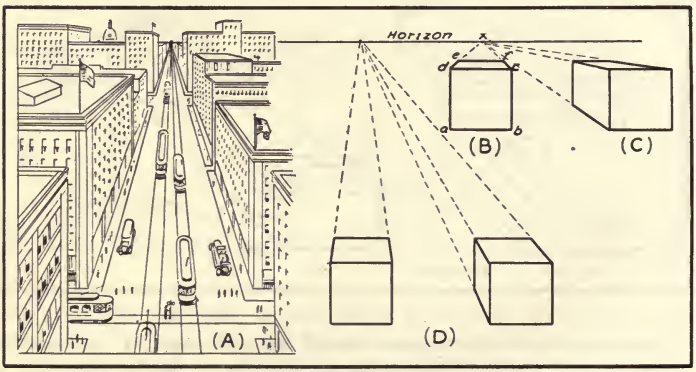

Fig. 39.
(1) Objects of the same size appear alike in size when placed at the same distance from the observer; but, if one is placed at a greater distance than the other, then it appears smaller, and the farther away it is, the smaller it appears. See A in Fig. 39. The cars shown are all the same size, but those farthest away appear smallest because of perspective.
(2) The horizon is a line on a level with the observer's eye. Looking from different heights gives different horizons.
(3) All straight, parallel lines running away from the observer come together at a point on the horizon. In **A**, Fig. 39, the car lines and buildings are parallel, yet they seem to meet at a point on the horizon directly in front of the observer.
(4) All lines parallel with the horizon have no perspective. In **A**, Fig. 39, the car line across the drawing is parallel with the horizon and therefore the lines do not converge or come together.
A cube may be drawn in perspective as indicated by **B** in Fig. 39. The square **abcd** is drawn, and, from the two corners **c** and **d**, lines are drawn to a point on the horizon. The horizon may be placed as far above the object as desired. It is best to place it far enough to show the top of the object, but not so far as to make it look unnatural. **B**, **C** and **D**, in Fig. 39, represent cubes seen from different angles. Line **ef**, between the converging lines, is located so that **cdef** appears to be a square drawn in perspective. There are ways of locating the back lines by measurements, but they are difficult. The lines are easiest located by judgment and a few trials will enable this to be done accurately. In **B**, Fig. 39, two sides of a cube are visible. If the cube is placed to the right or left, as **C** in Fig. 39, and drawn in perspective in the same way, three sides are visible. This makes a better picture.
B, Fig. 39, shows parallel perspective, and is the simplest kind, but not the most common. It does not give as good a picture as one made at an angle. When made at an angle, the perspective is called angular perspective.